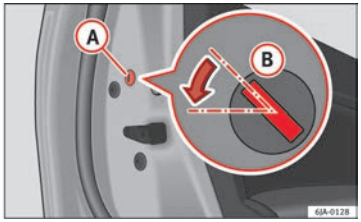

Fig. 48 Rear door: manual locking
– Remove the cap (A) ⇒ Fig. 48.
– Insert the key in the slot (B) and turn it in the direction of the arrow until horizontal (on the other direction on the right-hand door).